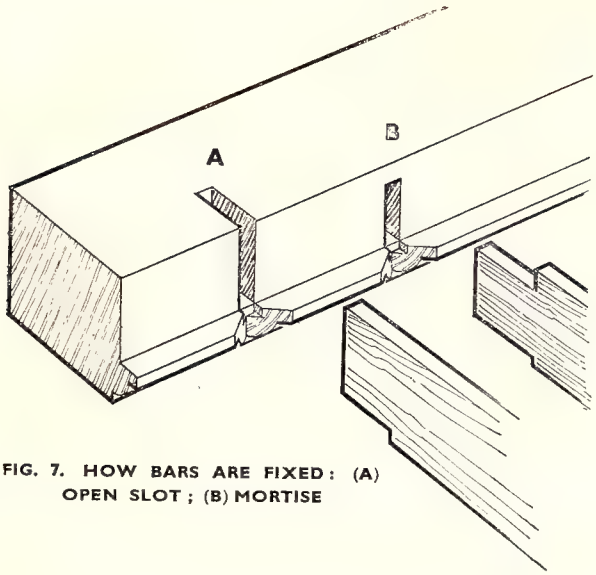
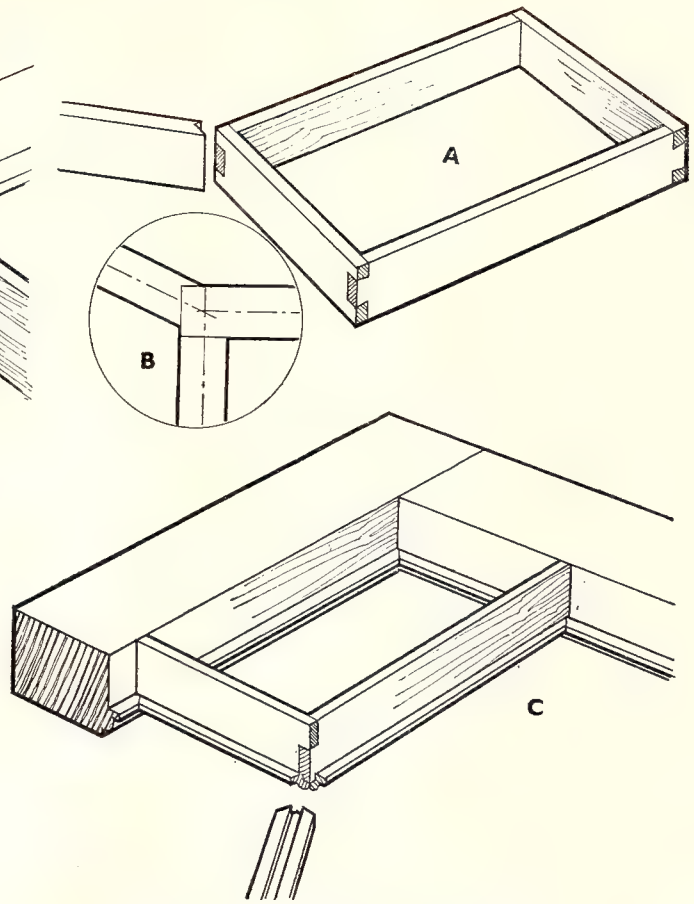

FIG. 7. HOW BARS ARE FIXED: (A) OPEN SLOT; (B) MORTISE
FIG. 8. JOINTS USED FOR THE BACK BARS
mark (B), Fig. 7. For a cheaper job the mortises run through to the back and become notches as at (A), Fig. 7, but this is not so neat.
Bars.—Reverse the panel so that the fronts of the mouldings lie on it and are thus supported, and fit the bars into the grooves. Where they join the frame they have one of the alternative joints shown in Fig. 7 (A and B). Where the bars join each other at right angles they can be dovetailed together as in Fig. 8 (A), and dropped as a whole into the grooves. There is a complication where the corner squares meet the framework, however, in that it is awkward to assemble the whole into the job especially when the bars are tenoned rather than notched. A halving joint is therefore cut as at (C).